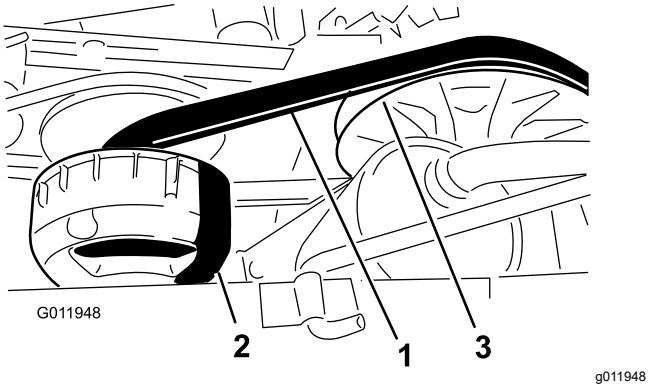

Figur 66
4. Drej og efterse remmen (Figur 66) for tegn på overdreven slid eller skader.
3. Drej remmen, og før den over den sekundære kobling (Figur 66).
4. Fjern remmen fra den primære kobling (Figur 66).
5. Placer den nye rem over den primære kobling (Figur 66).
6. Drej remmen, og før den over den sekundære kobling (Figur 66).